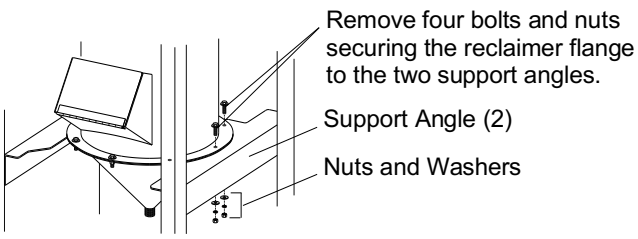

Figure 43
**7.12.3** Refer to Figure 43 and remove the four fasteners securing the reclaimer to the two support angles. Mark each of the four lower-flange bolt holes for to assist with reinstallation.